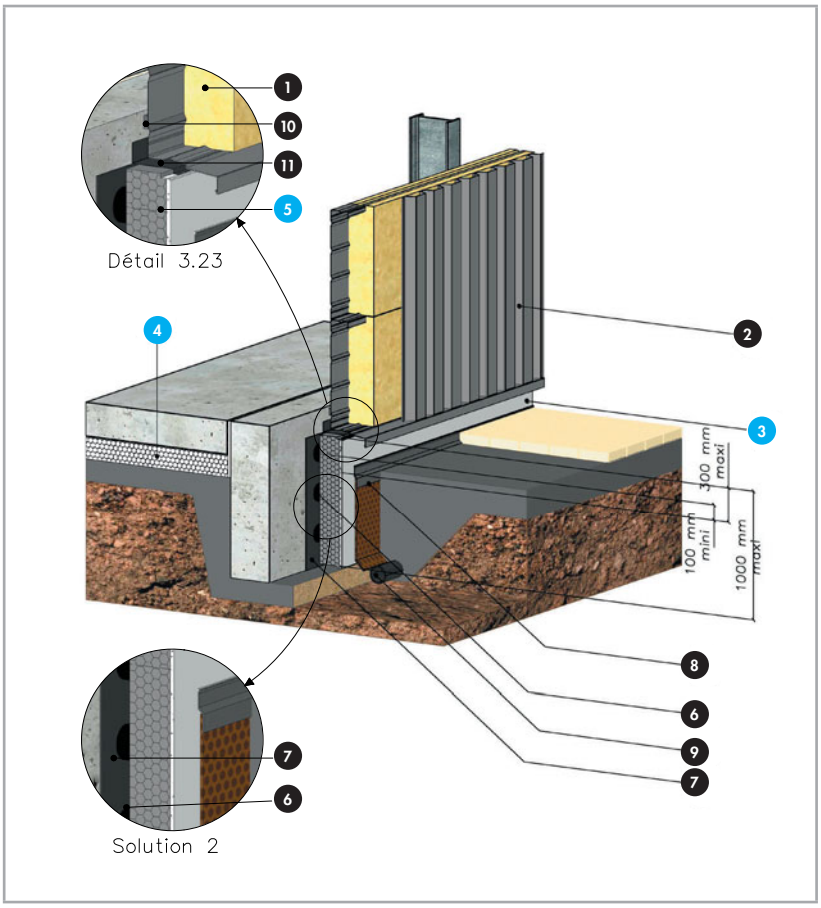

Figure 1
2. Exemple de longrine enterrée isolée de Catégorie 3 avec bardage double peau et Knauf Périboard ULTRA 30 SE (fig. 1)